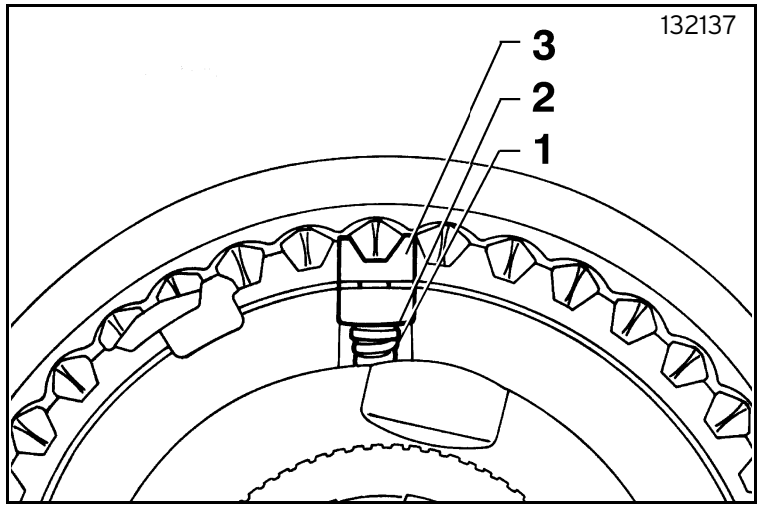

Fig. 41
- assemble the I and RM synchroniser inserting in each of the three hub housings at the same time and in this sequence: spring (1), pin (2) and shoe (3) insert the engagement sleeve in centred position to hold the components in place (figure 41): fit the toothed ring on each side;